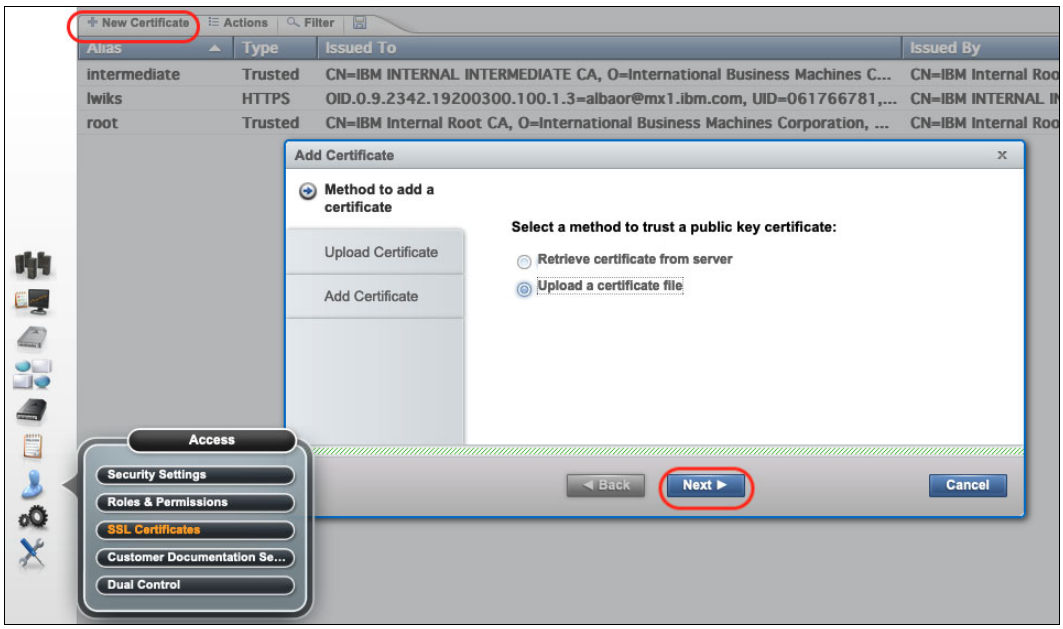

Figure J-5 Open the "Add Certificate" dialog
2. Click **New Certificate**, which opens the Add Certificate window. In the Method to add a certificate tab, select **Upload a certificate file**, as shown in Figure J-5. Click **Next**.